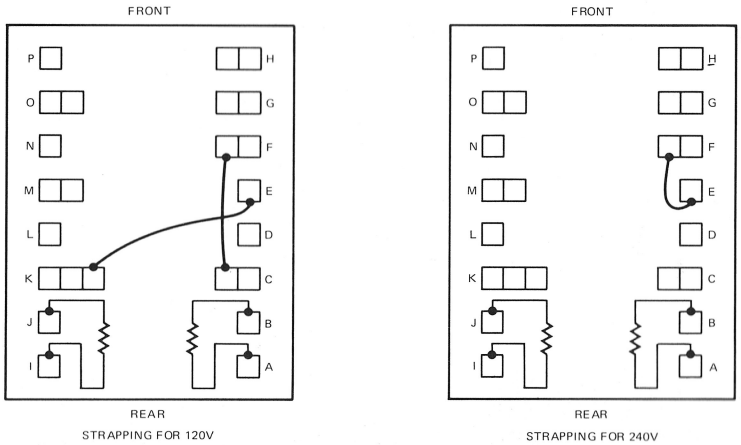

Figure 1. Strapping of Power Transformer for 120V and 240V Power
Equipment supplied for domestic use is provided with the power transformer primary strapped for 120 volts, as shown in Figure 1. The power input nameplate, adjacent to the power cord on the chassis, is mounted to show the appropriate side specifying connections. Verify that line voltage is in accordance with the voltage rating *before* connecting primary power.
Export equipment is provided with the power transformer primary strapped for 240 volts, as shown in Figure 1. The power input nameplate, adjacent to the power cord on the chassis, is mounted to show the appropriate side specifying connections.
Step 4. Locate strap connecting terminals C and F (see Figure 1). Remove strap and store for possible later use.
Step 5. Locate strap connecting terminals E and K. Remove spade connector from terminal K and connect it to terminal F. This strap now connects terminals E and F as shown in Figure 1.